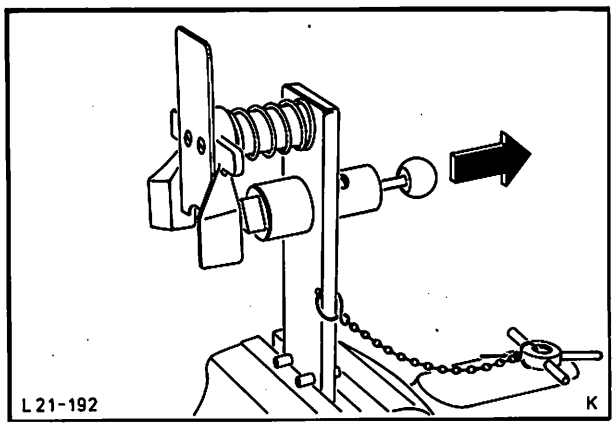

Abb. 292 Einbauvorrichtung – Kolbenbolzen 21-014
3. Spezialwerkzeug 21-014 in den Schraubstock spannen. Führungsbolzen ganz zurückziehen, Abb. 292.